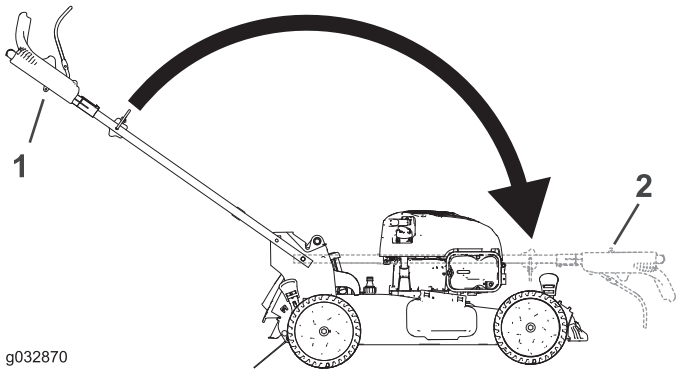

Figuur 27
2. Verwijder de handgreep door deze naar voren te draaien (Figuur 27).